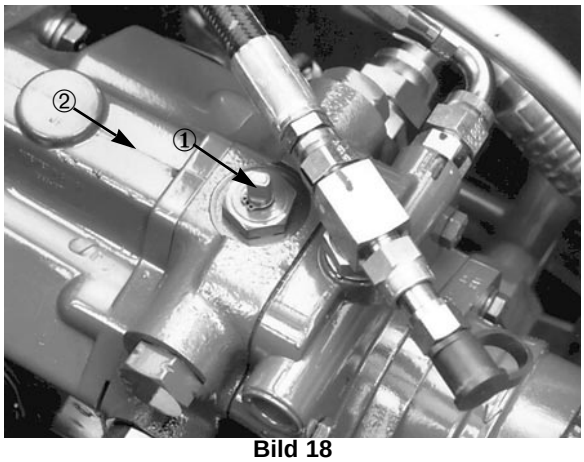

**Bild 18**
**4.** Das Bypaßventil um 90 Grad drehen (Bild 18). Öffnen des Ventils öffnet einen internen Laufweg in der Antriebspumpe, durch den hydraulisches Öl umgeleitet wird. Weil das Öl umgeleitet wird, läßt sich die Zugmaschine ohne Beschädigung des hydraulischen Systems bewegen.